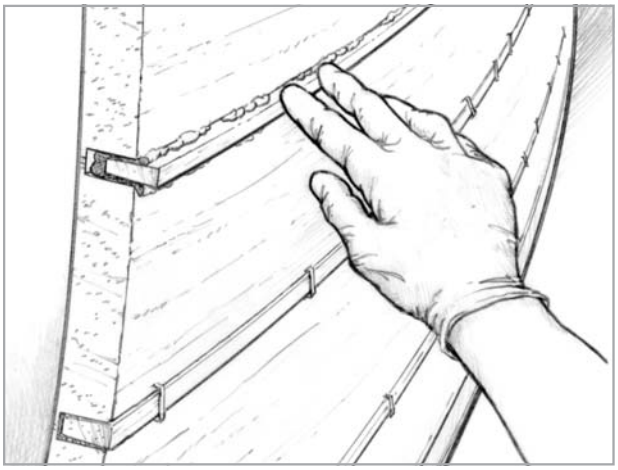

Figure 5-3 *Push the wet-out spline into the seam.*
3. Apply a bead of epoxy/403 or 406 (mayonnaise consistency) in the seam. Use a syringe or an 810 Caulking Tube to fill the gap with enough epoxy so that a small amount will squeeze out when the splines are pushed in *(Figure 5-3)*.